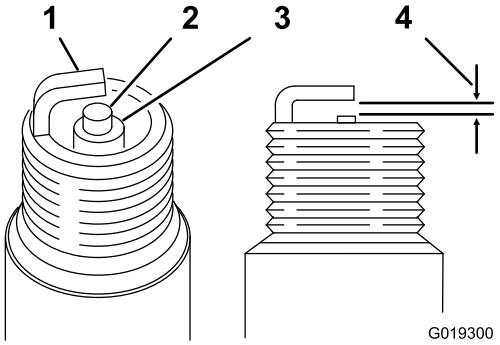

Figur 45
4. Ställ in avståndet mellan mittelektroden och sidoelektroden till 0,76 mm för respektive tändstift, se Figur 45. Montera bägge tändstiften med korrekt inställt avstånd tillsammans med en packning och dra åt stiften till 22 N·m.